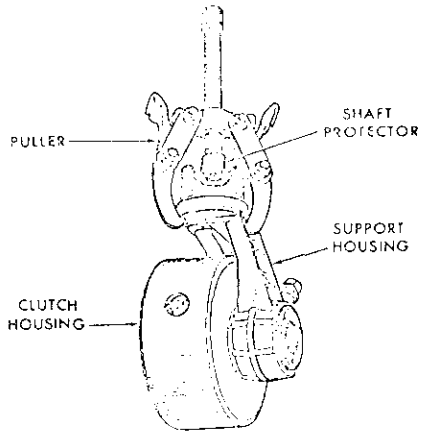

Fig. 357A–Use puller attached as shown to remove and install brake piston in one-piece support. Refer to text.
On models with production date of March 1969 and later, remove brake assembly from support before removing support from clutch housing hub as follows: Attach a puller as shown in Fig. 357A, push washer (29) inward far enough to remove snap ring (30), then release spring pressure and remove washer and springs (28 and 28A). Pull support (17A) from clutch housing hub, then remove brake piston (25) from support and remove "O" rings (26 and 27) from piston. Remove pin (24) and brake arm (22) from housing.
On models production date March 1969 and later, install brake arm (22) and pin (24) in support (17A), then install support over rings on clutch housing hub with oil port on top side. Install new sealing rings on brake piston, lubricate the rings and insert piston into support. Install brake springs and washer, attach puller (Fig. 357A), compress springs and install snap ring.